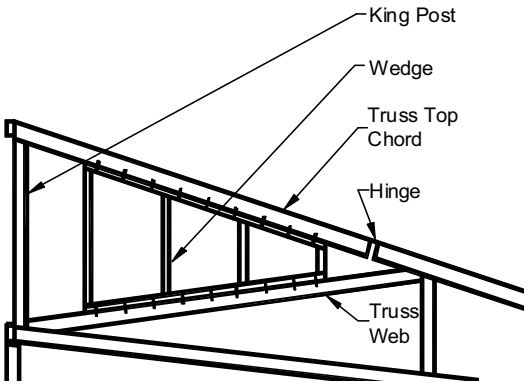

Figure 23. *End wall completion*
6. **Install gable walls.** Assembled frames or wall studs and sheathing needed for the site assembly of the gable end walls may be provided. Install the gable end walls for each home section as follows **Figure 23.** *End wall completion*: